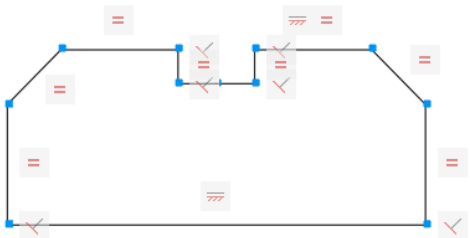

Figure 1-9 *Sketch after applying all constraints*
6. Similarly, apply the equal constraint between the two inclined lines, two small vertical lines, and two small horizontal lines. The sketch after applying all the constraints is shown in Figure 1-9.